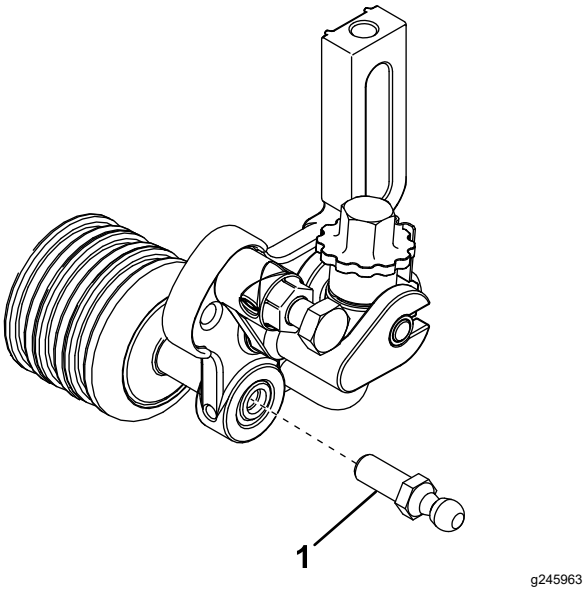

Figur 6
10. Gänga in en kultapp i båda ändarna av trimmarens främre rullar (Figur 6).